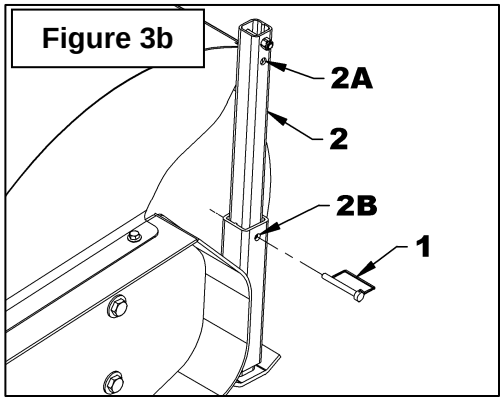

Figure 3b
3. **Figure 3b:** Remove the square wire lock pin (item 1) from the rear parking stand and secure it in one of the holes of position 2A with the square wire lock pin (item 1).
4. **Figure 3b-c:** Lower the broom to the ground with the tractor's control lever (**fig 6e**, item 1) and make sure the broom rests securely on its three parking stands. If it's not the case, raise the broom and secure the rear parking stand in another hole of position 2A and lower the boom to the ground.